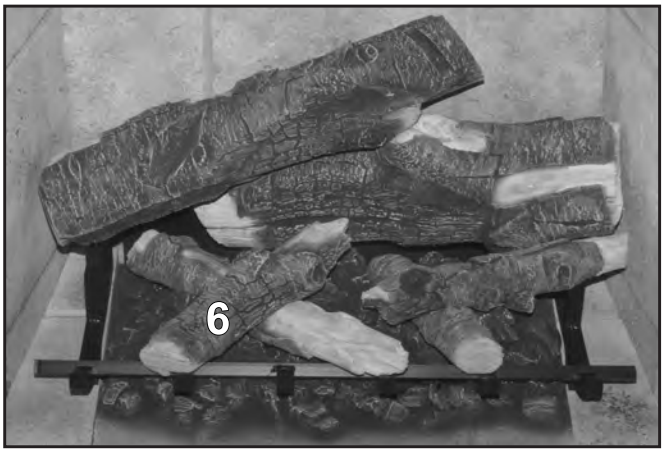

Figure 28: Log 6 in Place.
6. Install Log 6 by resting it across the flat section of Log 5 and locating the front edge across the grate finger as shown in Figure 28.